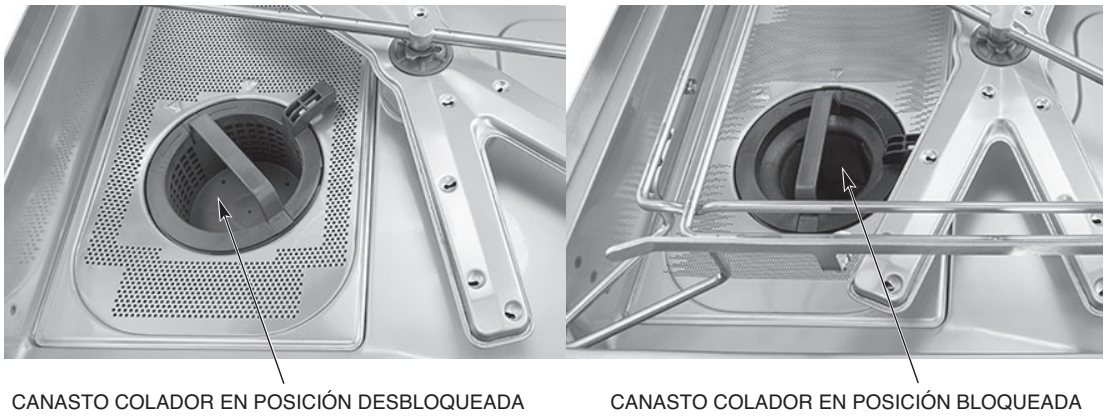

Fig. 19
NOTA: Al instalar el canasto colador, asegúrese de que el canasto esté en la posición de "bloqueo" (Fig. 19).
4. Vuelva a colocar la bandeja del colador y el canasto colador en la máquina y asegúrese de que el canasto esté en la posición de bloqueo (página 23, Fig. 19).